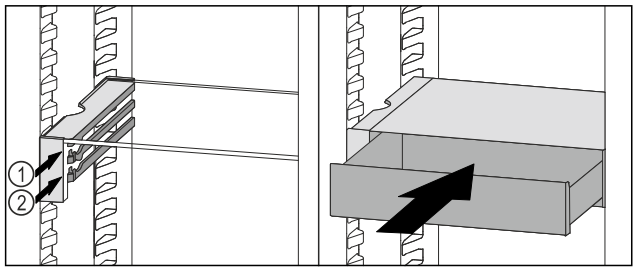

Fig. 126
▶ Place the VarioSafe drawer behind the stoppers on desired rib *Fig. 126 (1)* or *Fig. 126 (2)*.